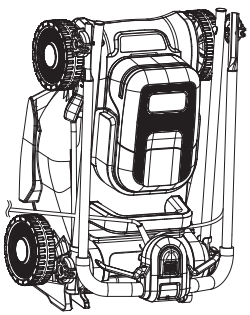

Fig. 24
9. Depozitează mașina de tuns iarba în poziție orizontală sau verticală (fig. 24).